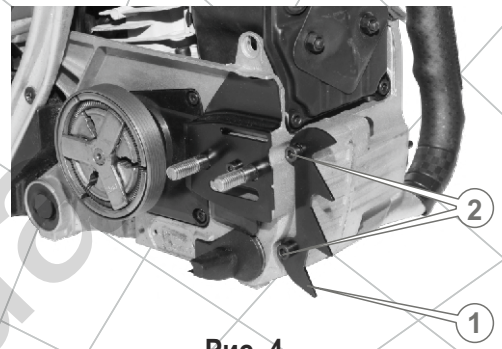

Рис. 4
4. Установите на передней части корпуса зубчатый упор (1) и зафиксируйте его двумя винтами (2) , используя шестигранный ключ 4 мм (см. рис. 4).